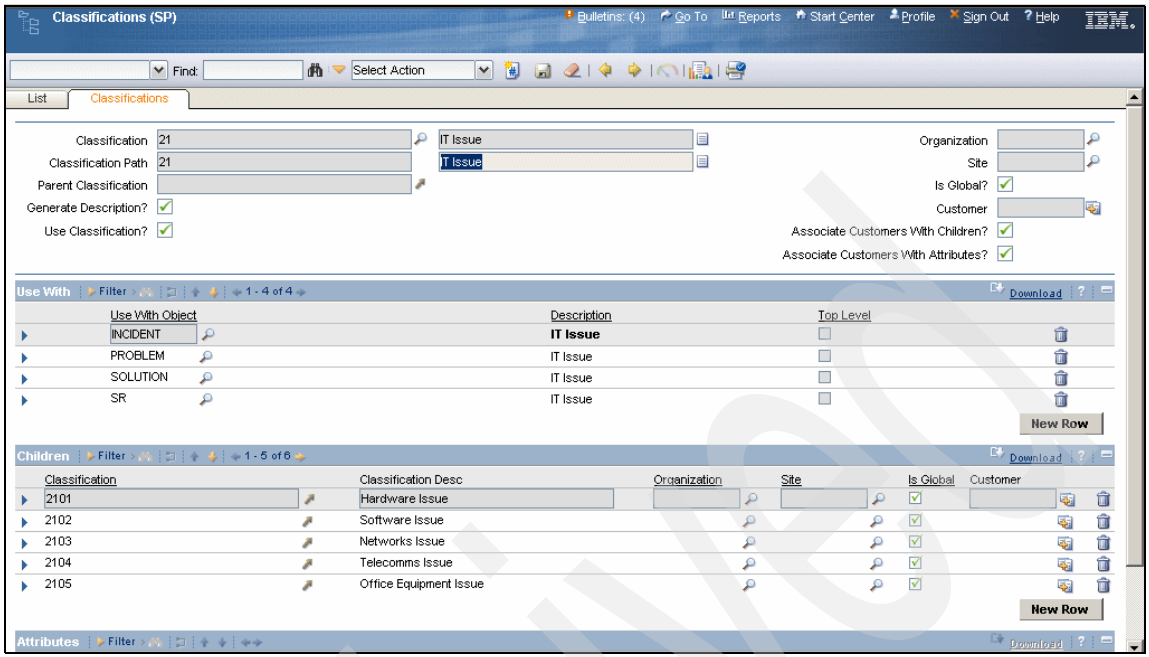

Figure 12-6 IT Issue Classification
3. Open IT Issue classification, as shown in Figure 12-6 on page 218.